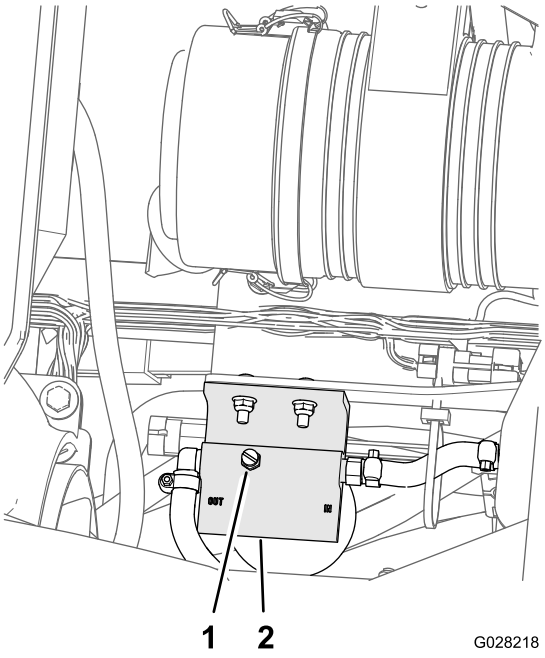

Figur 75
5. Lossa avluftarpluggen på bränslefiltret/vatten-separatorn (Figur 75)..
7. Dra åt avluftarpluggen och vrid tändningsnyckeln till det AVSTÄNGDA läget (Figur 75).